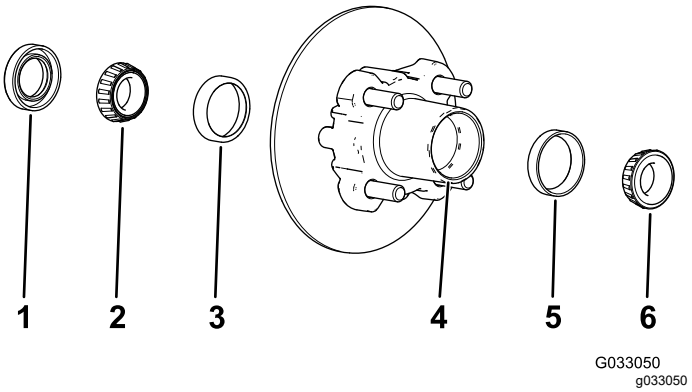

Figur 38
1. Avlägsna det yttre lagret och lagerbanan från navet (Figur 38)
2. Ta bort tätningen och det inre lagret från navet (Figur 38)
5. Avlägsna allt fett, smuts och skräp från håligheten i navet (Figur 38).
7. Fyll navets hålighet till 50–80 % med angivet fett (Figur 38).
8. Montera det inre lagret på banan på navets insida, och montera tätningen (Figur 38).